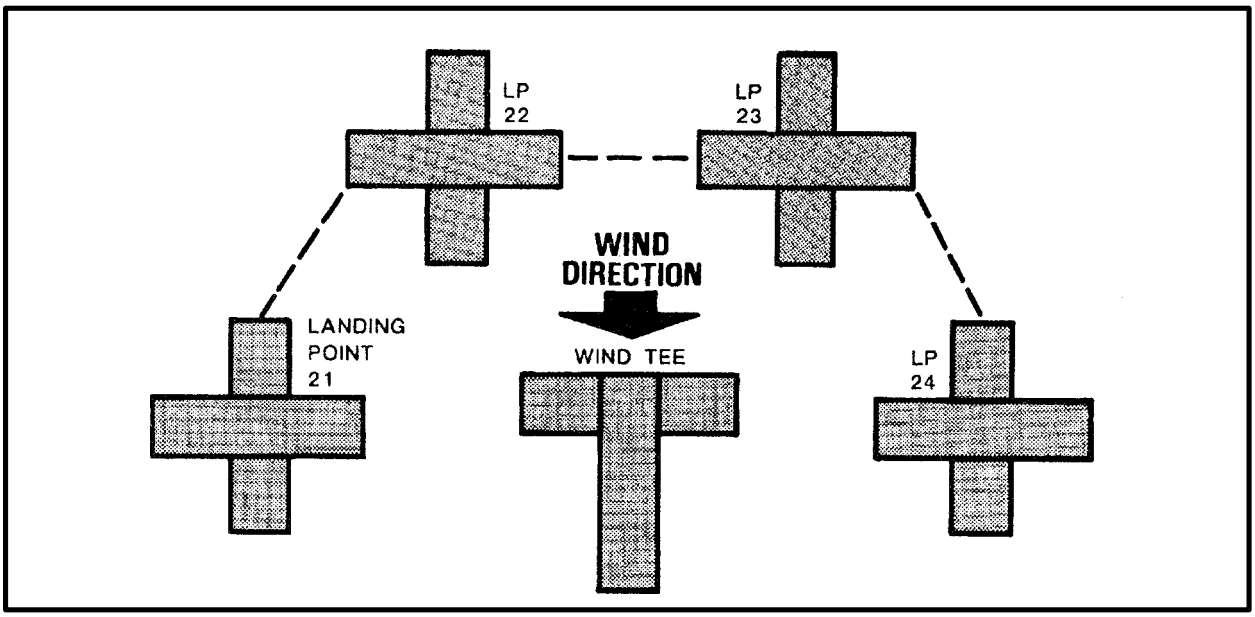

*Figure 4-10. Daylight Landing Site Markings (USMC)*
**b. USMC Markings.** When using marker panels to identify landing sites, the panels must correspond to the color name of the landing site. If a wind sock is used, position it securely in the center of the landing site. Landing points are indicated by placing the corresponding colored marker panels in the form of a cross on the landing point (Figure 4-10). Smoke may also be used to identify landing points.